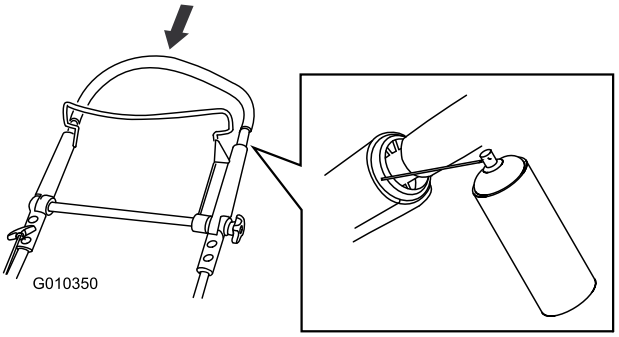

Figur 42
2. Skub det øverste håndtag helt ned og sprøjt på det ydre håndtags indre plastikoverflade (Figur 42).